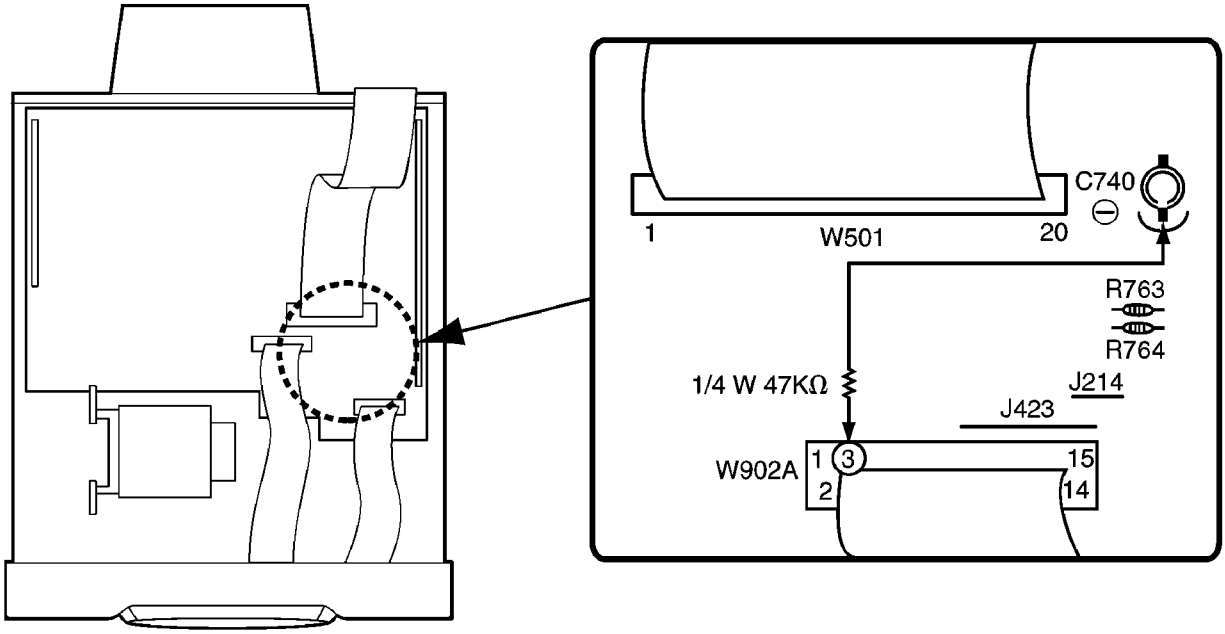

Fig. 7-2.
1. Short the section between **W902A Pin 3** and **C740 (-)** (GND). (Refer to Fig. 7-2.)